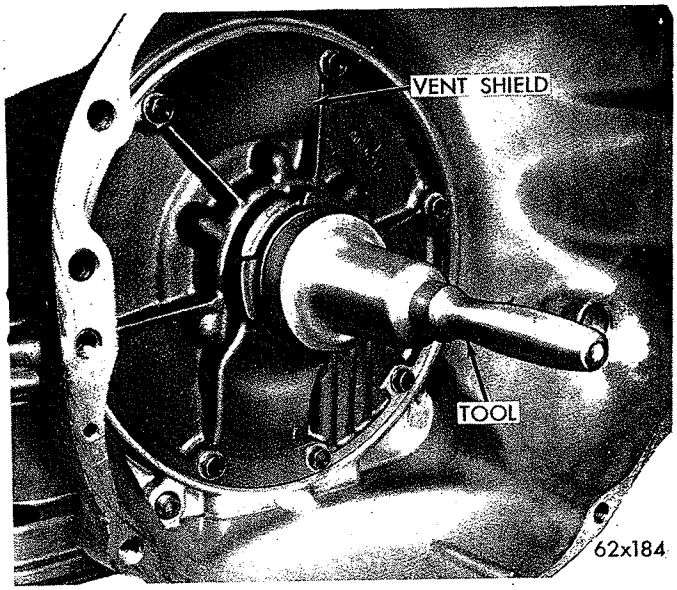

*Fig. 53—Installing Pump Oil Seal*
(2) **A-904-G and A-904-LA:** To install a new seal, place seal in opening of the pump housing (lip side facing inward). Using Tool C-3757, drive seal into housing until tool bottoms (Fig. 53).